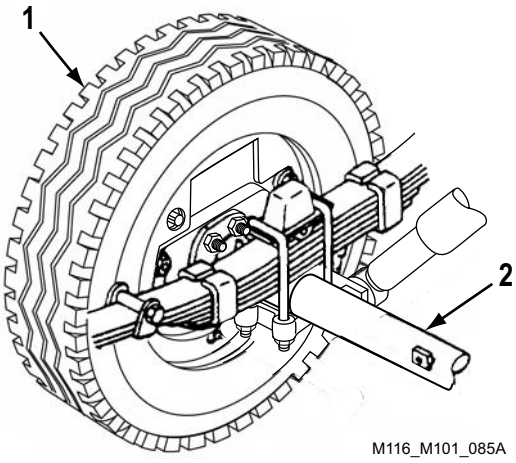

Figure 1. Raising Wheel Assembly.
1. Apply handbrakes (WP 0005). Chock wheel assembly (Figure 1, Item 1) on opposite side of service brake being adjusted.
2. Raise axle (Figure 1, Item 2) on side being adjusted until wheel assembly (Figure 1, Item 1) is off the ground.